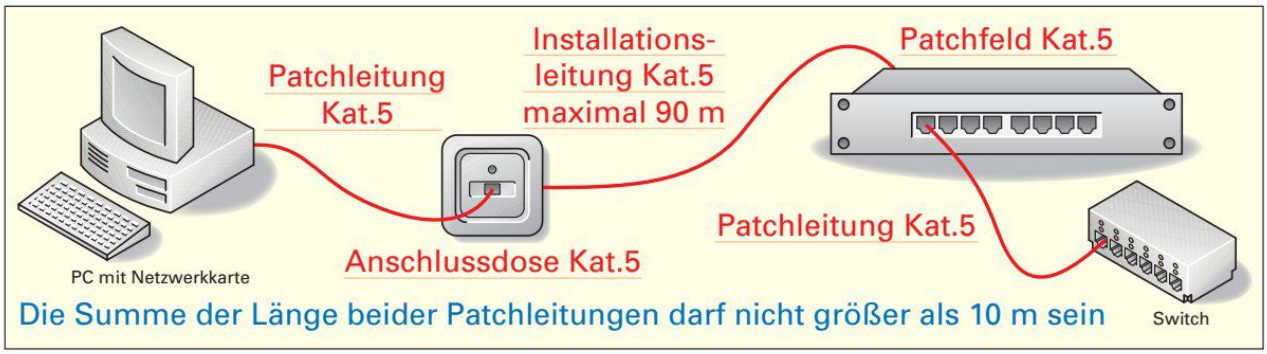

Bild 2: PC-Anschluss an ein lokales Netzwerk
3. Ergänzen und beschriften Sie in **Bild 2** die notwendigen Komponenten und Verbindungsleitungen für die Integration eines netzwerkfähigen PC in ein lokales Netzwerk nach dem Fast-Ethernet-Standard. Geben Sie jeweils die mindestens notwendige Kategorie an, um eine Datenübertragungsrate von 100 Mbit/s zu erreichen sowie die maximale zulässige Leitungslänge.